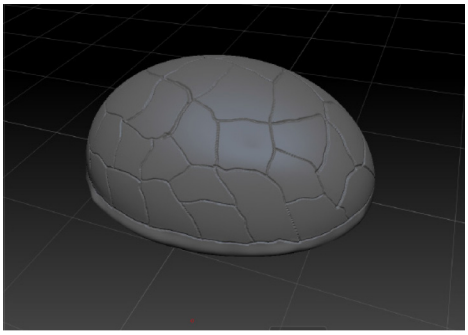

Figure 3-64 *Pattern created on the entire upper part of the turtle shell*
5. Continue creating the pattern on the entire upper part of the *turtle shell* using the same settings of the brush, refer to Figure 3-64.